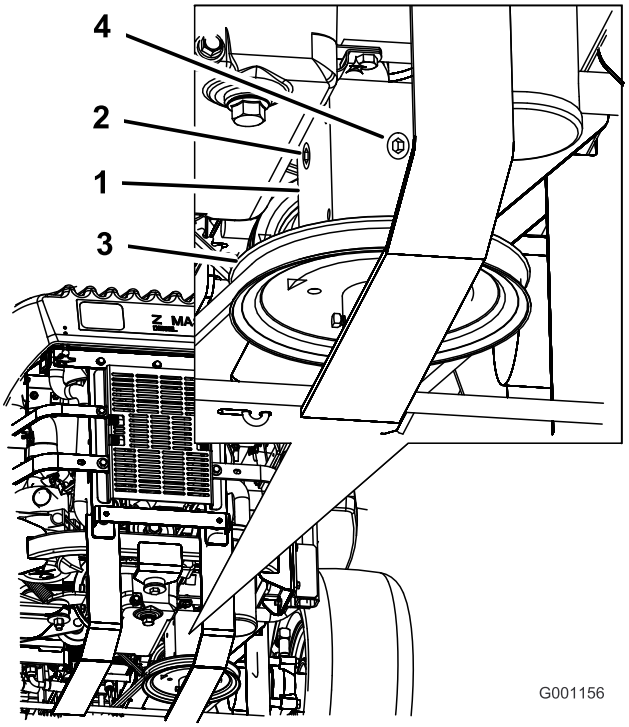

Figur 60
4. Fjern side- eller bakpluggen på girkassen (Figur 60).